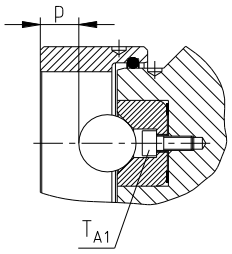

Bild 10
- Kontrollieren Sie das Prüfmaß p (siehe Bild 10 und Tabelle 7).